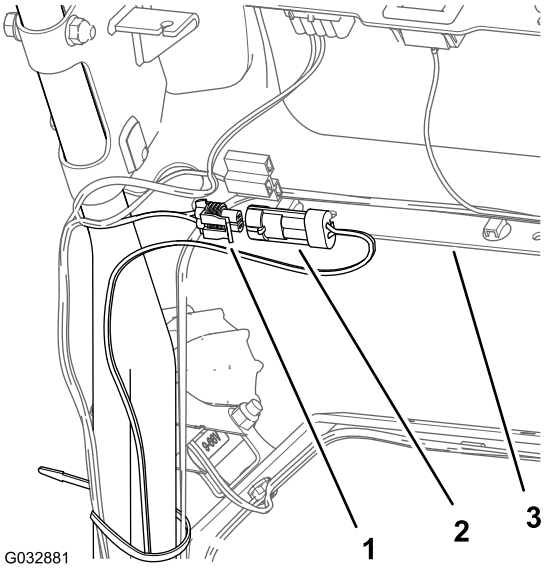

図 14
4. コンソールの裏側で、LED ライト用のワイヤハーネスの2ピンコネクタを、LED ライトおよび無線アワーメータハーネスキットの2ソケットコネクタに接続する図 14。